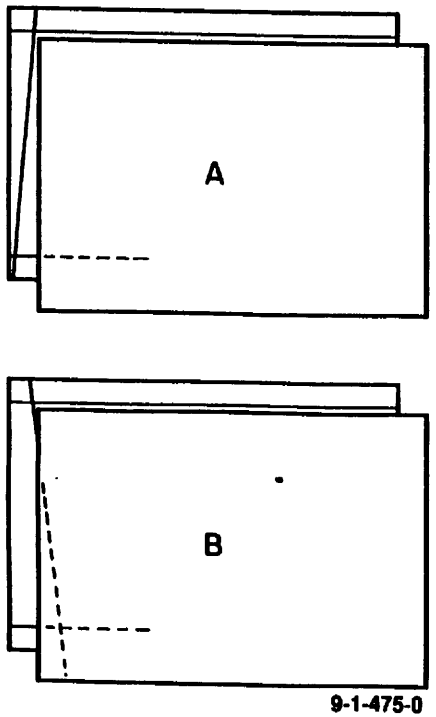

Рис. 1 Определение направление перекоса
1. (Рис. 1) Определите направление перекоса.